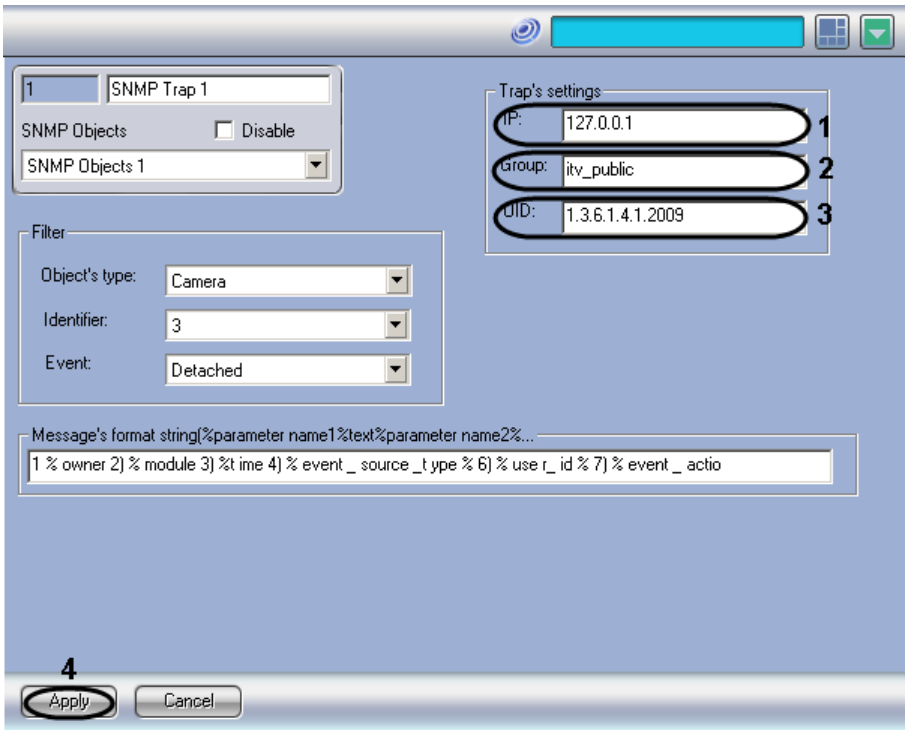

Figure 8.11-8. Setting up the trap with SNMP- message
1. Go to the settings panel of «SNMP trap» system object (Figure 8.11-8).
2. In the «ip» field enter IP-address from SNMP-agent, that will receive SNMP-traps with messages concerning the events(Figure 8.11-8, 1).
3. In the field Group enter the community name for SNMP-trap authentication on the computer with installed SNMP-agent (Figure 8.11-8, 2).
4. In the field«OID» enter the unique trap's number in the tree of SNMP-objects (Figure 8.11-8, 3).
5. To save the changes click Apply button (Figure 8.11-8, 4).